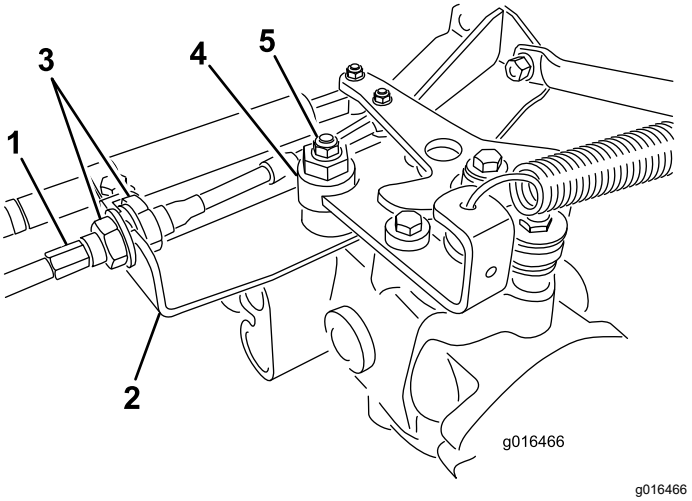

Figur 41
hydrostaten (Figur 41). Sørg for, at kontramøtrikkerne er løsnet lige meget og kan justeres tilstrækkeligt.
Bemærk: Løsn den bolt, der fastgør den excentriske bolt til den øverste del af hydrostaten (Figur 41).
E. Når hjulet holder op med at dreje, skal den møtrik, der låser den excentriske bolt og justeringen, tilspændes (Figur 41).
G. Låsemøtrikkerne skal tilspændes lige meget fra hver side af kantpladen for at fastgøre traktionskablet til kantpladen (Figur 41). Vrid ikke kablet.